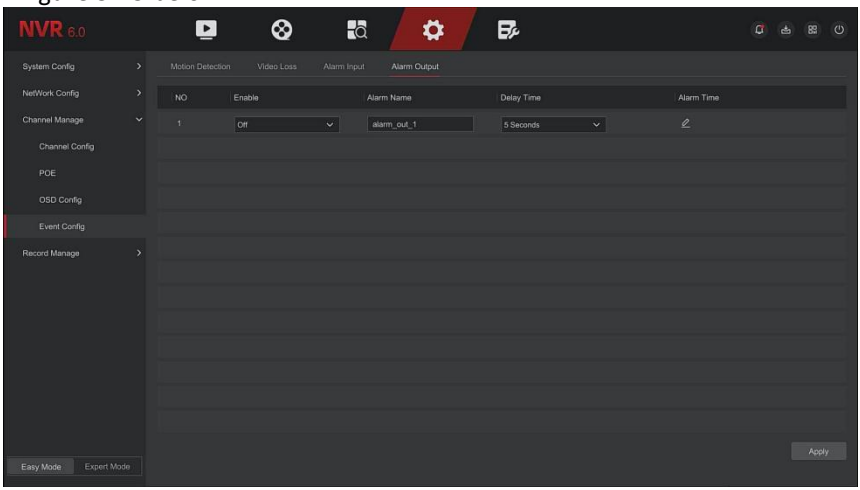

Figure 5-45
Step 1: In the main menu, choose " Config → Easy Mode → Channel Manage → Event Config → Alarm Output" toenter Alarm Output interface, as shown in Figure 5-45 below.